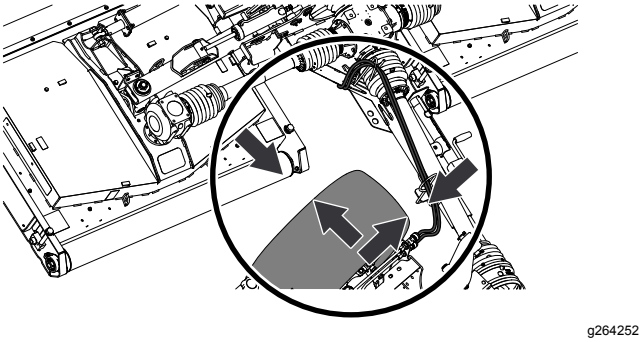

Figur 43
3. Kontrollera att spelet mellan släpfordonets däck och gräsklipparens delar är tillräckligt stort när du vänder (Figur 43).